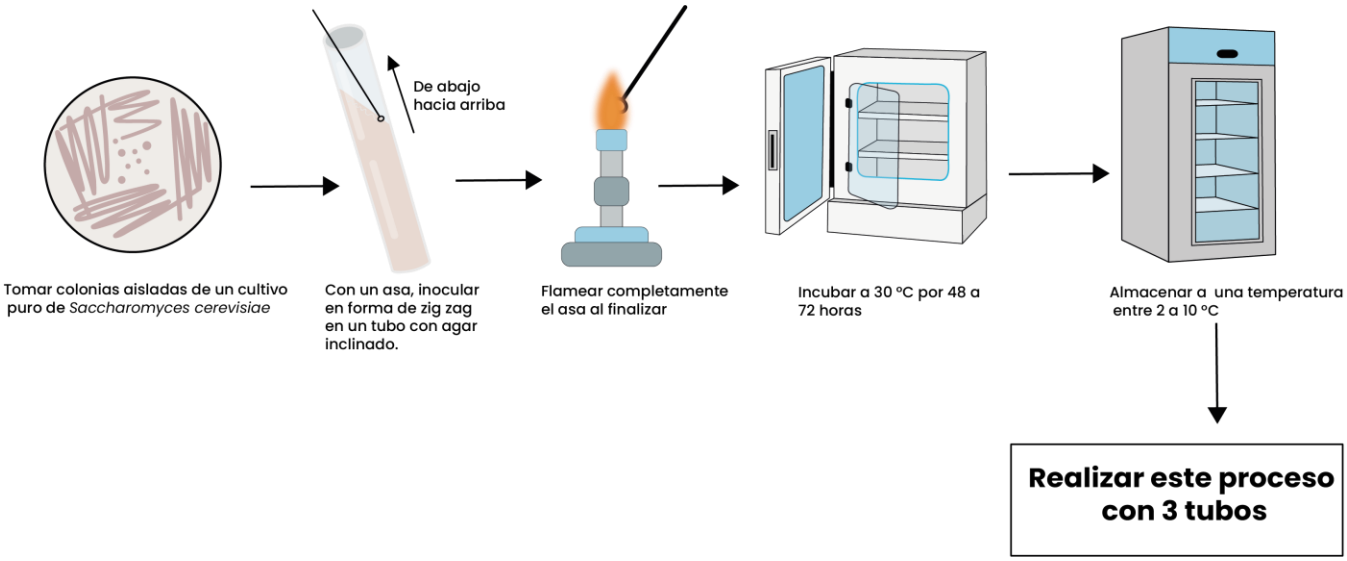

Figura 11. Conservación por transferencia periódica en slant
6. Almacenar a una temperatura de refrigeración (2 a 10°C) (Figura 11).